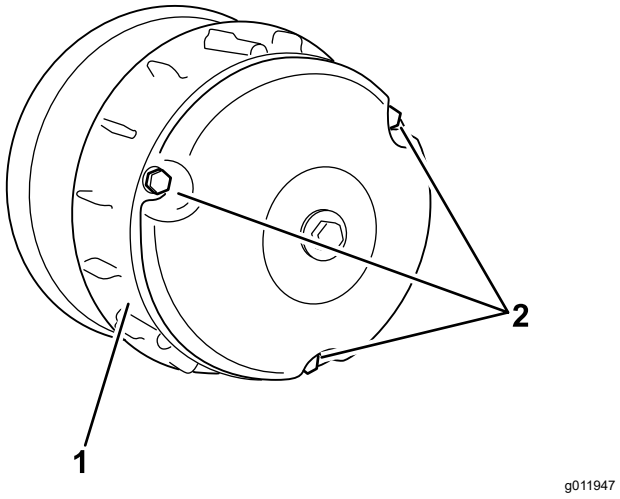

Figur 64
2. Lossa de tre skruvarna som fäster kåpan på kopplingen och ta bort kåpan (Figur 64).
4. Montera kopplingskåpan och fäst den med de tre skruvarna (Figur 64) som avlägsnades i 2.